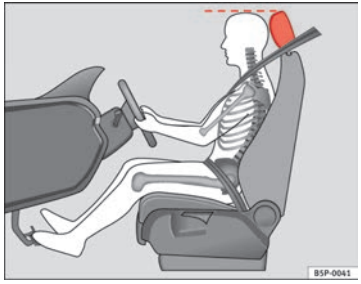

Fig. 2 Posición correcta del apoyacabezas del conductor
– Ajuste el apoyacabezas de modo que el borde superior del mismo quede a la altura de la parte superior de su cabeza ⇒ fig. 2.